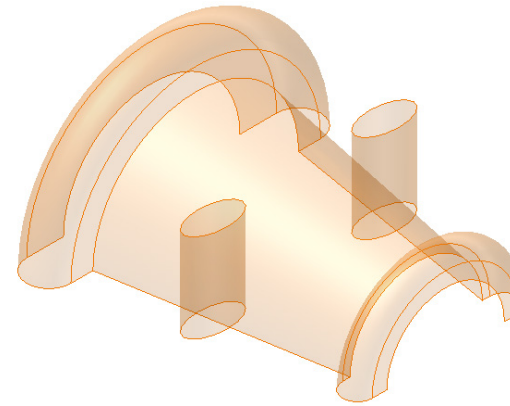

Figure 18-55 *Model after creating the mirror feature*
4. Select the extruded elliptical surface and then select **XY Plane** as the mirror plane. Next, choose **OK** from the **Mirror** dialog box; the feature is mirrored, as shown in Figure 18-55.